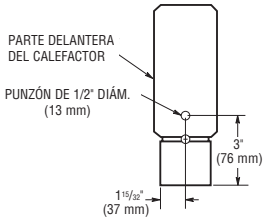

**Figura 9. Plantilla de taladrado de tapa de extremo**
5. Los cables de suministro de energía pueden enrutarse de calefactor a calefactor taladrando un orificio de _ pulgada (13 mm) de diámetro en las tapas de extremo para los calefactores que encajan entre sí. Vea la Figura 9. Para evitar posible daño a los cables interiores del calefactor, todo taladrado/perforación de las tapas de extremo debe realizarse con las tapas de extremo estando removidas fuera del calefactor.